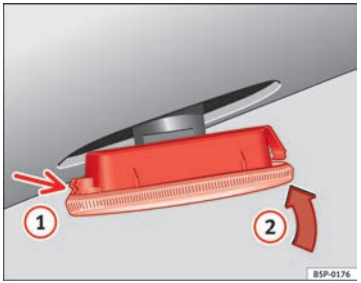

Fig. 197 Side turn signal
– First place the turn signal in the opening in the bodywork, fixing the tabs ⇒ Fig. 197, arrow (1).
– Insert the bulb as shown by the arrow (2) ⇒ Fig. 197. ■